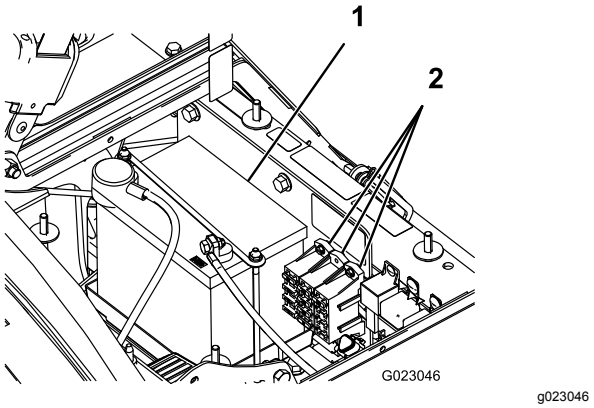

Figur 46
Der er 2 sikringsblokke og 1 tom plads i det elektriske system. De er placeret under sædet (Figur 46).
2. Batteriet er placeret i maskinens højre side bag pumpen (Figur 46).
5. Fjern batteriholderen og fastgørelsesenhederne (Figur 46).
2. Monter batteriholderen, og fastgør den med de tre bolte, der tidligere blev fjernet (Figur 46).
4. Påsæt batteridækslet, og fastgør det med de 2 skruer (Figur 46).
1. Løsn skruerne på siden af batterikassen, og fjern batteridækslet (Figur 46).